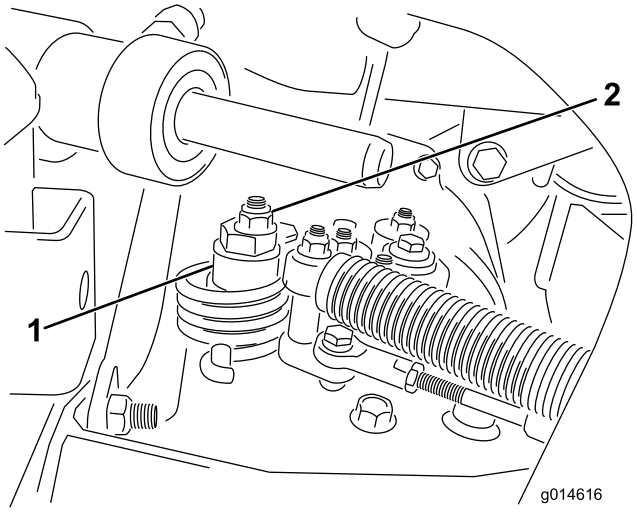

Figur 49
A. Løsn møtrikken, der fastgør den excentriske bolt til den øverste del af hydrostaten (Figur 49).
C. Drej den excentriske bolt, indtil der ikke forekommer krybning i nogen retning. Når hjulet holder op med at dreje, skal den møtrik, der låser den excentriske bolt og justeringen, tilspændes (Figur 49). Kontroller indstillingen med gashåndtaget i positionerne langsom og hurtig.